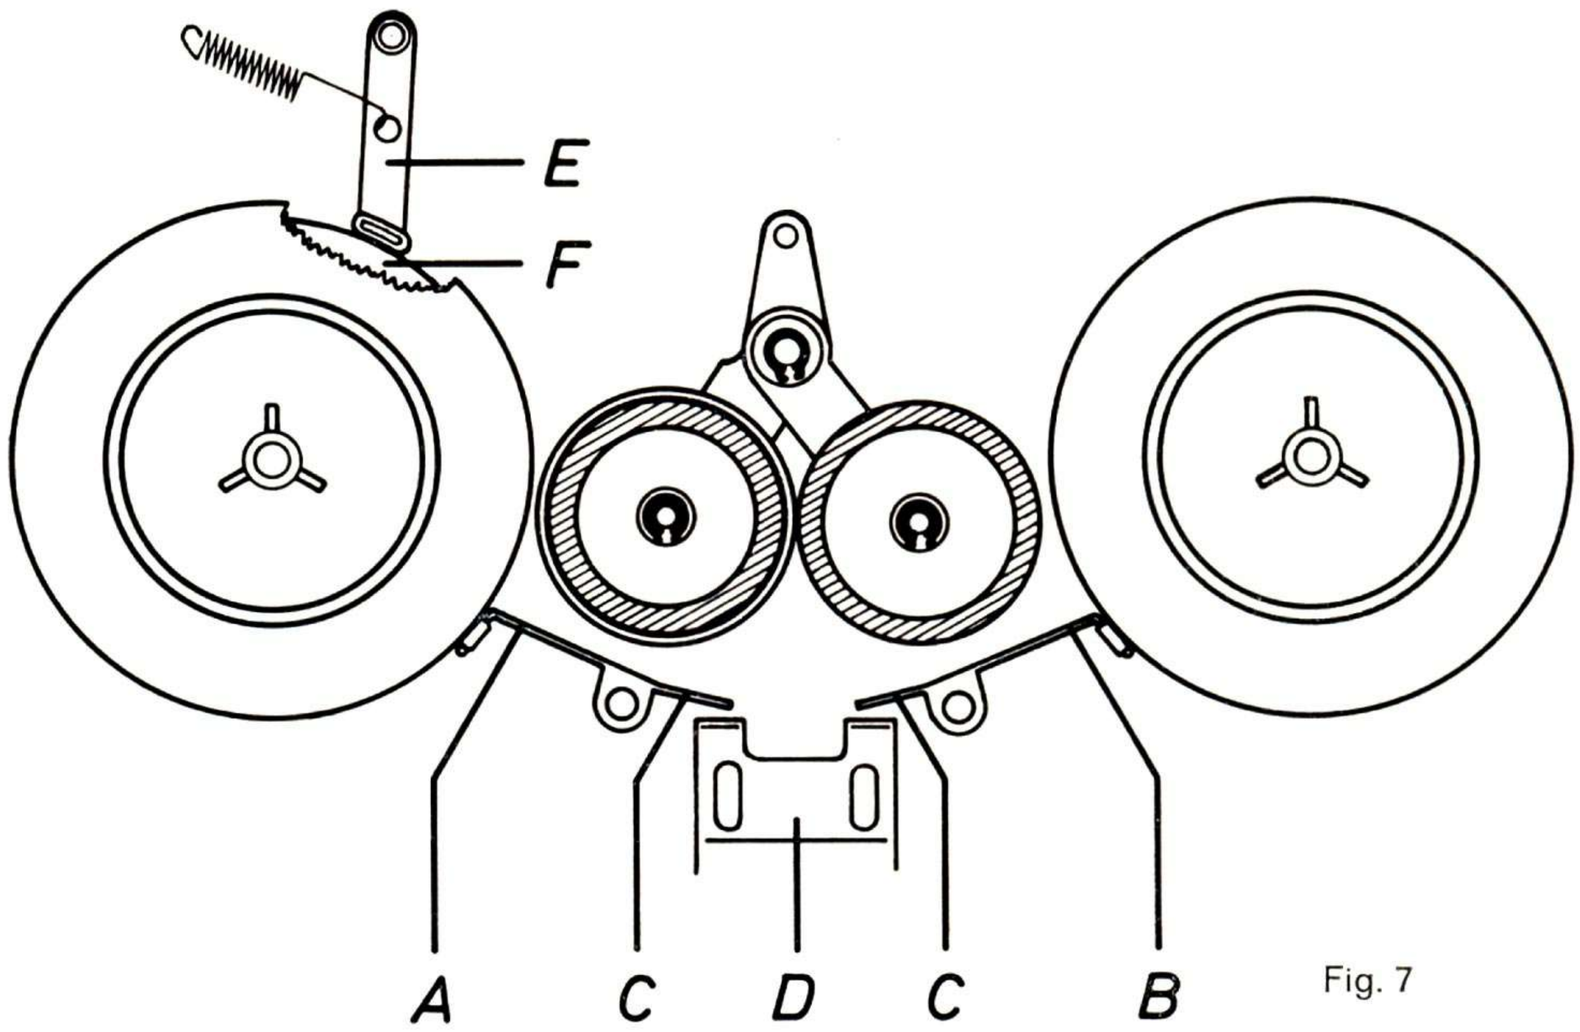

Fig. 7
1.3 Prüfung und Justierung der Bremsen (siehe Abb. 7)
1.3 Checking and Adjusting the Brakes (see Fig. 7)
1.3 Examen et ajustement des freins (voir fig. 7)